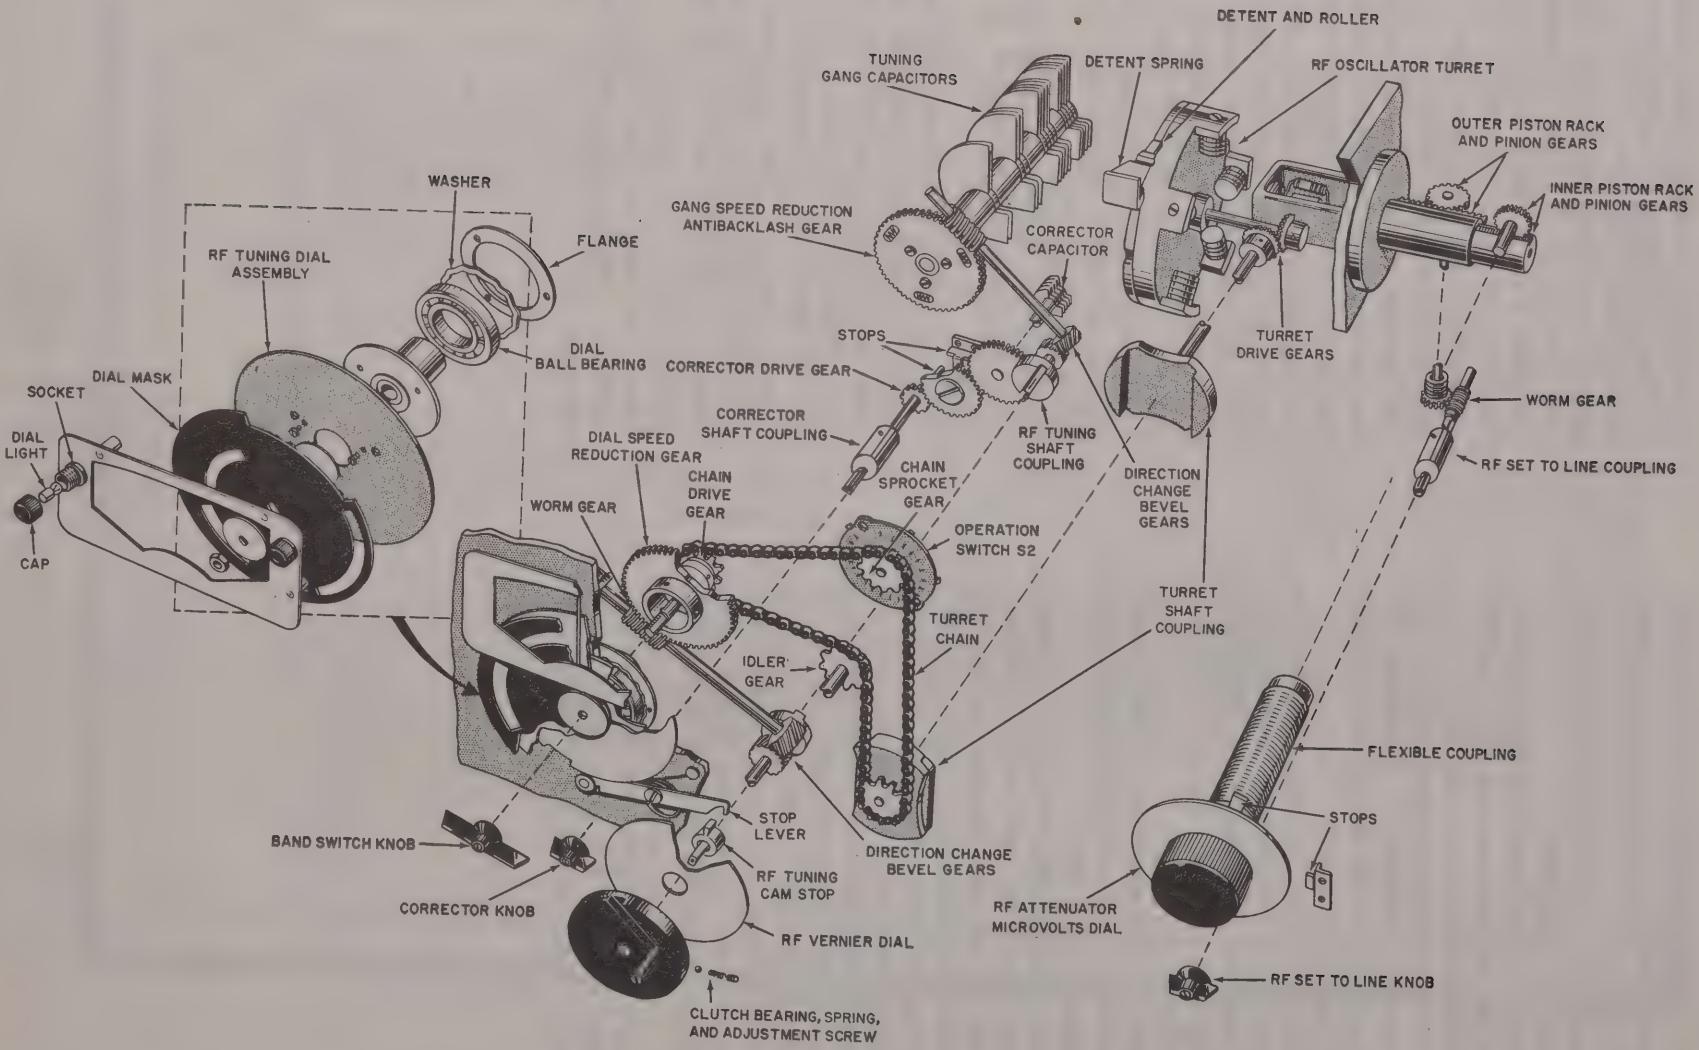

Figure 12. Functional diagram of mechanical components for tuning
a. Turret Drive Mechanism. The shafts, gears, and chain of the turret drive mechanism are shown in figure 12. Where the shafts pass through bushings, bearings, or castings, a thin coat of Grease, Aircraft and Instruments (GL) should be applied. To do this, it may be necessary to disassemble parts of the turret drive mechanism. Lubricate the meshing teeth of all gears. Carefully lubricate the bevel gears inside the r-f assembly which turn the turret. Also lubricate the detent roller and detent plate. Lubricate shaft bushings with Oil, Lubricating, Preservative, Special (PL Special). Be careful not to drop the lubricant on any components or between connections since this could cause changing of capacitance or resistance which could affect the calibration of the r-f oscillator assembly.
b. R-F Tuning Dial Drive. Figure 12 shows the sequence of shafts and gears for the r-f tuning dial and r-f tuning capacitor gang. There are several gears and shafts that are partially inclosed in castings, therefore, some disassembly may be necessary to lubricate adequately all gear teeth. The r-f tuning dial must be disassembled to lubricate the ball bearing on the dial shaft.